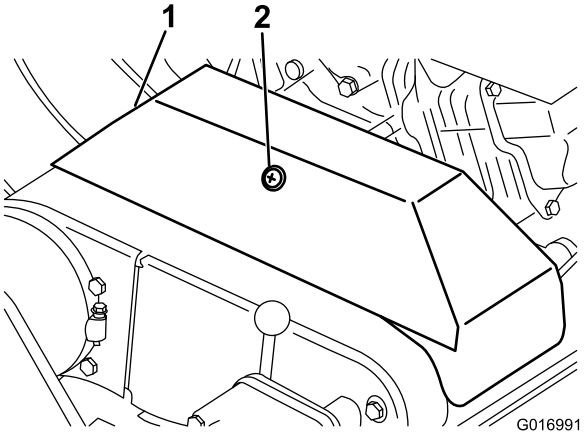

**Figur 43**
2. Løsne på holderen som fester V-remdekslet, og vri til dekslet åpner seg (Figur 43).